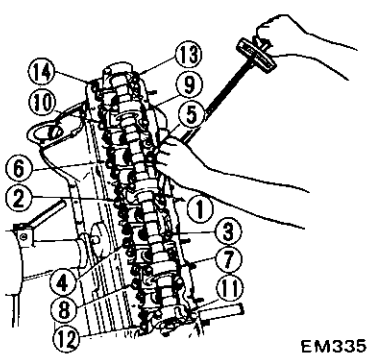

Fig. EM-106 Tightening sequence
(2) Turn crankshaft until No. 1 piston is at T.D.C. on its compression stroke.
(3) Make sure that camshaft sprocket location notch and plate oblong groove are aligned at their correct positions.
(4) When installing cylinder head, make sure that all valves are apart from head of pistons.
(5) Do not rotate crankshaft and camshaft separately, or valves will hit head of pistons.
(6) Temporarily tighten two bolts ①, ② shown in Figure EM-106.
22. Finally tighten head bolts to the specified torque in three steps according to the tightening sequence shown in Figure EM-106.